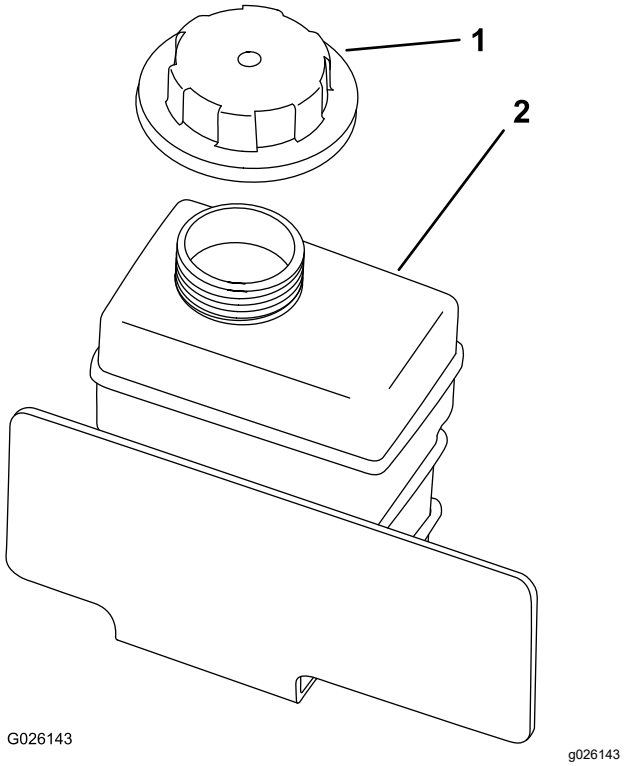

Figur 52
4. Kontroller kjølemiddelnivået i reservetanken (Figur 52).